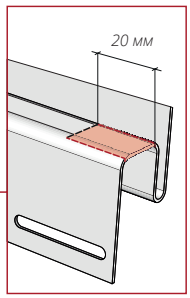

Рисунок 52
15.7 Согласно рис. 52 отмерьте и разметьте от торца околооконки расстояние 20 мм по центру ребер. Сделайте резы, используя ножницы.